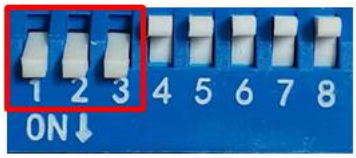

图 5.8 相序学习拨码开关设置图
- 启动相序学习：让电机处于空载状态，拨码开关设置为相序学习，如**图 5.8** 所示，使能开关（EN）闭合（低电平），接通驱动器电源，工作指示灯开始快闪，进入相序学习。